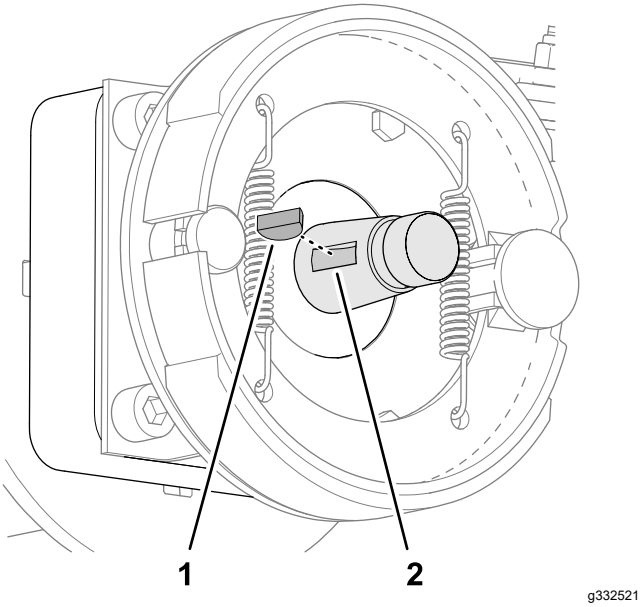

Figur 83
2. Sæt Woodruff-federen i rillen på hjulmotorakslen (Figur 83).